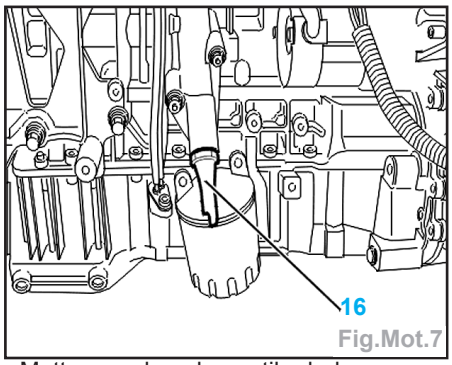

Fig.Mot.7
- Desserrer les vis (15) sans les déposer.
- Déposer le manocontact de pression d'huile (16) (Fig.Mot.7).